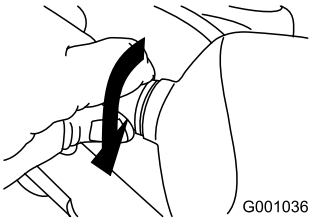

Figur 61
5. Drei lyspærens base med klokken til den sitter tett (Figur 61).